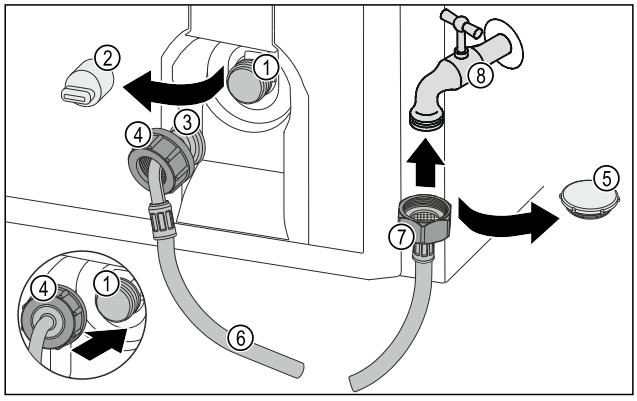

Fig. 27
- ▶ Noņemiet noslēgvāciņu *Fig. 27 (5)*.
- ▶ Pielieciet taisno šļūtenes galu *Fig. 27 (7)* pie ūdens krāna *Fig. 27 (8)*.
- ▶ Pievelciet taisnā šļūtenes gala *Fig. 27 (7)* uzgriezni pulksteņrādītāja kustības virzienā.